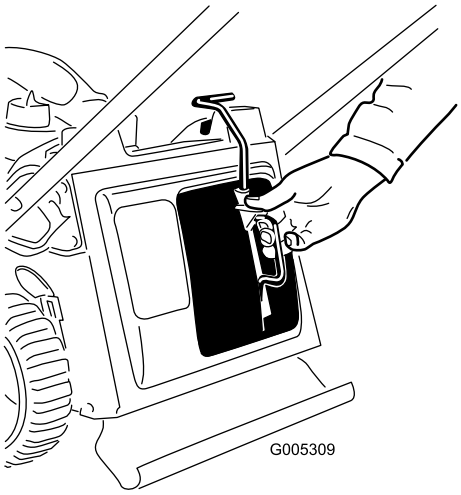

Figur 32
3. Isæt kværndækslet (Figur 32).